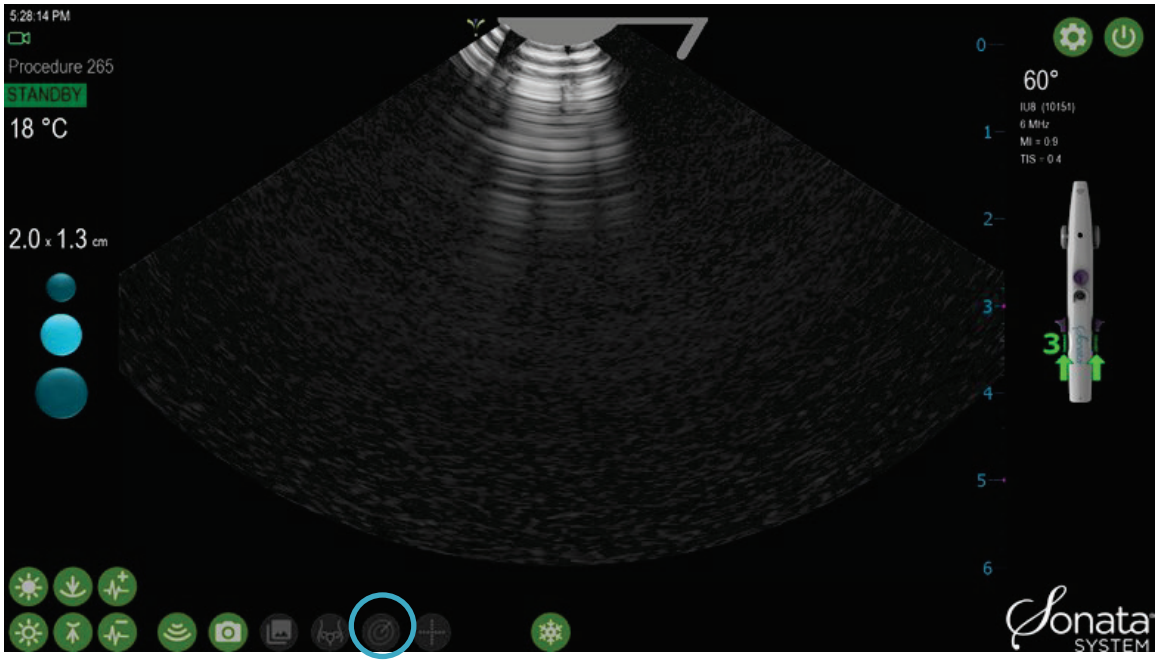

Figure 6-9. After “Hide SMART Guide” is chosen, the SMART Guide is removed for 5 seconds.
- Click the “Hide SMART Guide” icon from the ultrasound display screen, see Figure 6-9. The SMART Guide graphic will be removed from the image for five (5) seconds, see Figure 6-9.